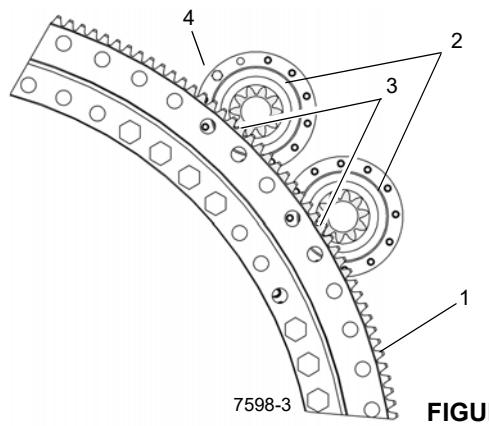

FIGURA 6-4
5. Oriente la corona dentada de modo que su punto de excentricidad máxima (“punto alto”) se encuentre entre los mandos de giro. Coloque los mecanismos de giro de modo que el piñón quede centrado dentro de la muesca recortada en la base y que las lumbreras del motor queden orientadas hacia el lado exterior (Figura 6-4).
NOTA: Ajuste el engrane de los dientes (3) (Figura 6-4) para obtener un juego entre dientes de 0.25 pulg (6.4 mm). Gire el cojinete (1) una revolución mientras revisa el juego entre dientes en incrementos de 90°.